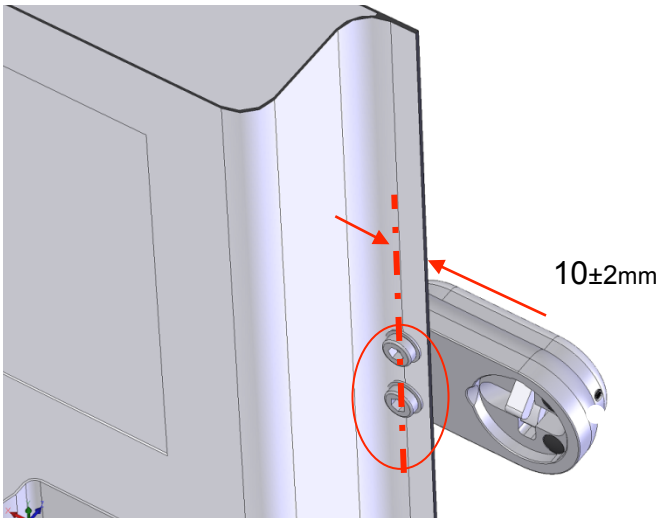

Fig.5
- **La posizione dei primi due fori da 9 è a circa 10 ± 2 mm dal bordo verticale della portiera che apre** (vedi fig.5). Si tratta di una superficie del portellone molto resistente. La tolleranza indicata serve a consentire il posizionamento della testa cilindrica del perno M8 entro il bordo e mai oltre esso.
Il fissaggio della corazza prevede normalmente i fori sul bordo estremo del portellone utilizzando i due perni M8 con testa a bottone. Prima di forare verificare che la testa del perno M8 sia contenuta nel bordo (vedi fig.5).